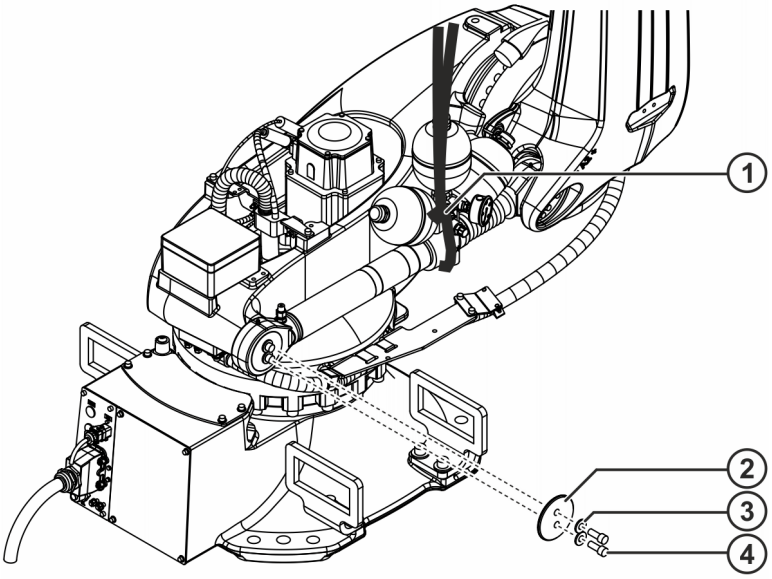

Fig. 8-27: Counterbalancing system, rotating column
4. Lift the counterbalancing system with a rope sling and bring it to the site of installation (>>> *Fig. 8-27*).